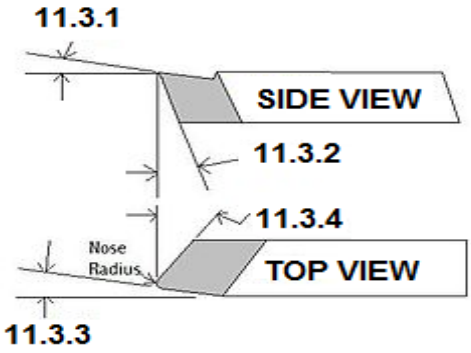

FIGURE 3 **[10]**
11.3 Name the cutting tool angles in FIGURE 3 by writing the answers next to the numbers (11.3.1–11.3.4) in the ANSWER BOOK. (4)